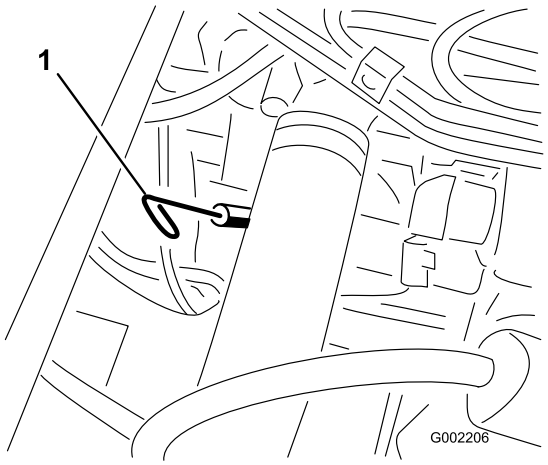

Figuur 37
2. Verwijder de peilstok, die zich onder de passagiersstoel bevindt, en veeg deze af met een schone doek (Figuur 37). Steek de peilstok in de buis. Let erop dat de peilstok er volledig in schuift. Haal de peilstok eruit en controleer het oliepeil.
13. Verwijder de vuldop en giet langzaam ongeveer 80% van de gespecificeerde hoeveelheid olie in de vulbuis (Figuur 37).